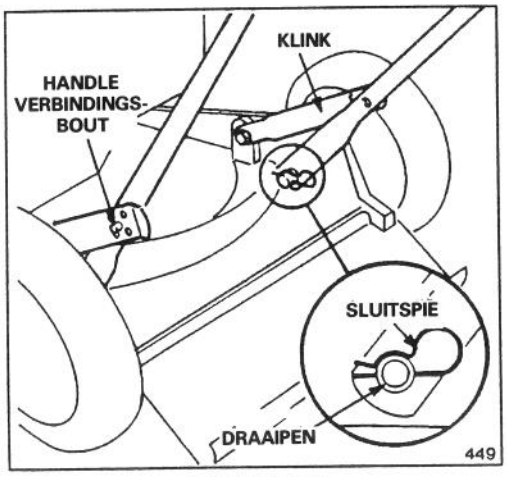

Afbeelding 1
1. BENEDEN HANDLES (Afb. 1) — Druk de uiteinden van de handle naar elkaar toe en installeer deze op de draaipennen. Haal handle en klinken naar achteren totdat de verbindingsbouten van de handle in het middelste gat vallen. Druk de sluitspie door de gaten in de draaipennen.